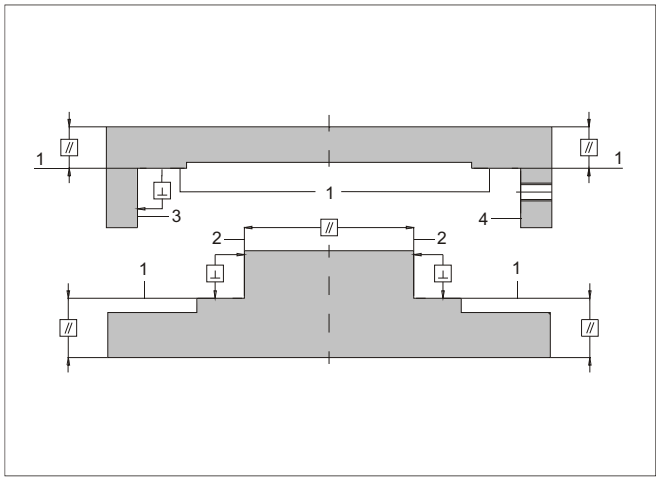

Figure 1
The tolerances of the mounting surfaces Figure 1 (1), (2) and (3) must correspond to
- If possible, all fastening holes in the support surfaces, Figure 1 (1), should be drilled in accordance with the fastening holes of the longitudinal guides. This enables possible tolerance deviations to be compensated for by way of the drilling gauge.